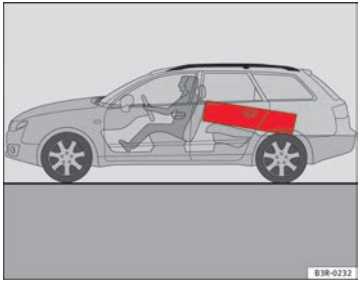

Fig. 116 Position heavy items as far forward as possible.
– Position heavy items as far forward as possible ⇒ fig. 116.